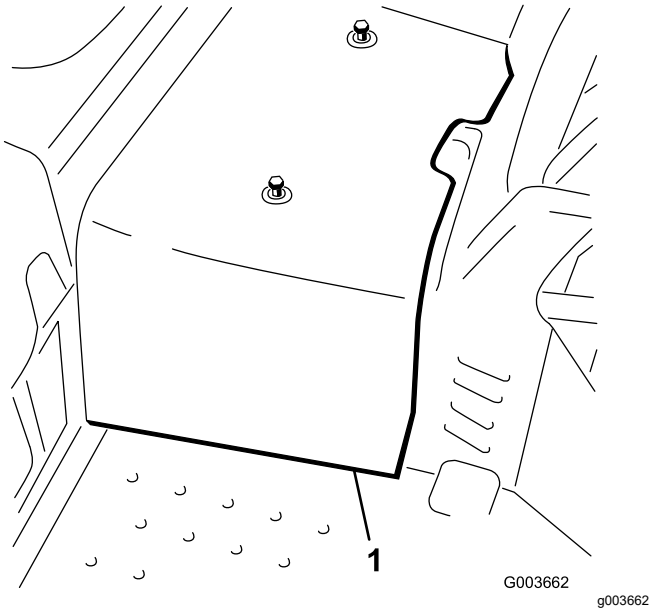

Figur 3
8. Kobl den midterste afskærmning fra stellet, og fjern den (Figur 3).